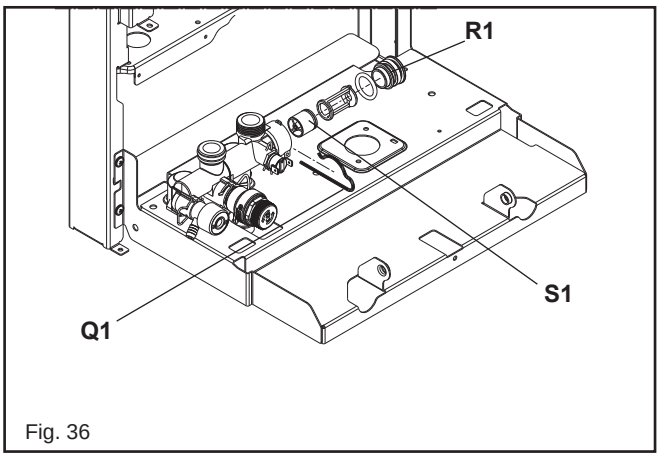

Fig. 36
Carry out component removal procedure as described in 6.4. Unclip and remove the air chamber front and the RH side covers. Slacken the gas pipe (**A1**) at the air box connection and swing/rotate of the fan assembly. Locate and remove the 3 internal nuts (**F1**) which secure the fan assembly in position to the heat exchanger (**G1**). Disconnect the electrode leads and ancillary wiring from their respective connectors. Remove the retaining screws (fig. 36) for sensing electrode and remove. Gently ease the fan assembly out of its location.
Carry out component removal procedure as described in 6.4. Unclip and remove the three air chamber covers (front, LH, RH sides). Disconnect all the wiring connections. Fig. 36: Slacken the gas pipe (**L1**) at the air box connection and swing/rotate of the fan assembly. Disconnect the flow (**M1**), return (**N1**) and condense connections on the heat exchanger. Remove fan and mixer as described in 6.14. Locate and remove the 2-screws that secure the heat exchanger retaining clips and remove clips (**O1**). Pull the heat exchanger forward and disconnect it from the flue collector (**P1**). The heat exchanger can now be withdrawn from the appliance.
6.17 AUTOMATIC BY-PAS (fig. 36)